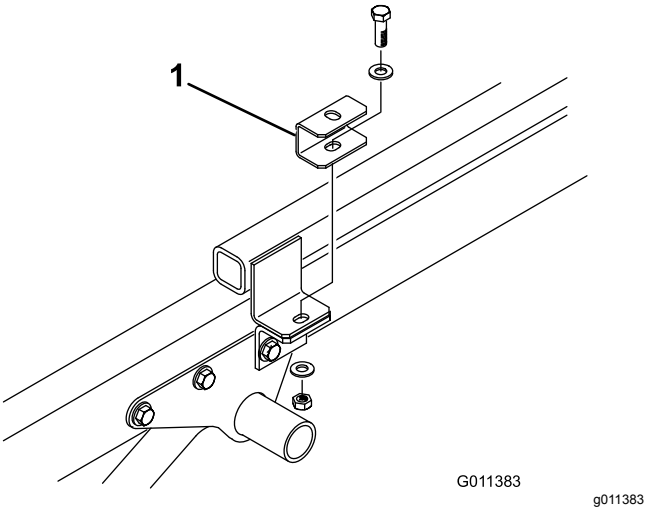

**Figur 7**
4. Fest et avstandsstykkefeste oppå hver tapp for tilkoblingsrammen med hodeskruen, de to flate skivene og låsemutteren som ble fjernet tidligere (Figur 7).
5. Plasser maskinen på kjøretøyets ramme, og rett inn hullene i de bakre monteringsbrakettene med hullene på hver side av rammen (Figur 7).